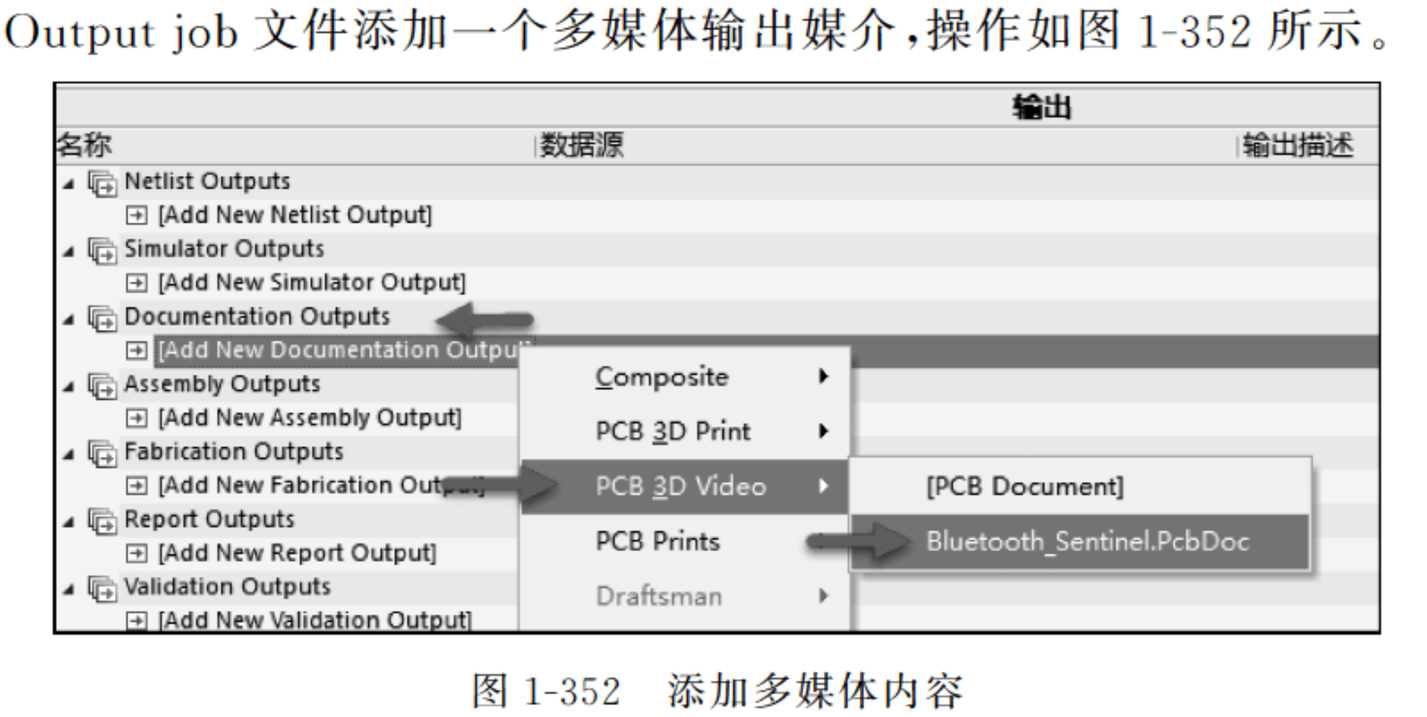

图 1-352　添加多媒体内容
(5) 输出 3D 视频文件。PCB 3D 视频输出是 Output job 的可配置的一部分，可以使用多媒体输出媒介产生。
① 按快捷键 F＋N＋U，给工程文件添加一个 Output job 文件。
② 给 Output job 文件添加一个多媒体输出媒介，操作如图 1-352 所示。